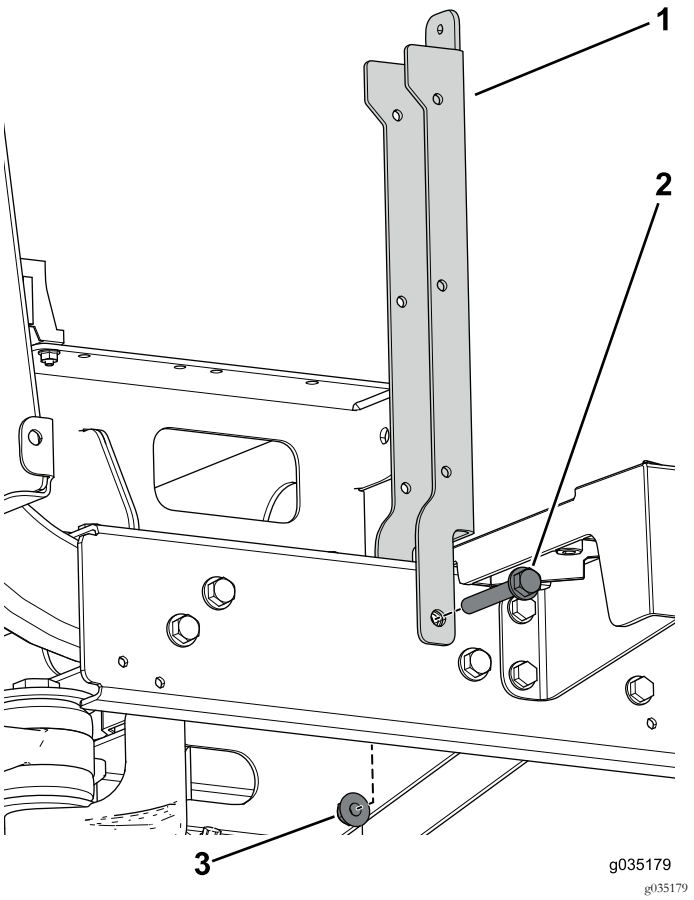

Figura 84
4. Utilice el perno con arandela prensada (3/8" x 2½") y la tuerca con arandela prensada para sujetar el soporte del asiento (Figura 84).